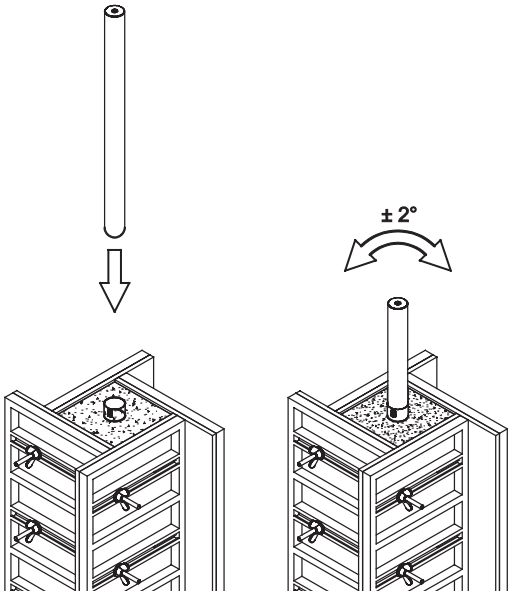

Figur 17. *Nivellering av Ingjutningshylsan.*
2. Avlägsna plastpluggen från Ingjutningshylsans topp och kontrollera att hylsans position är helt lodrät med hjälp av nivelleringselementet. Se figur 17. Föreskrivna toleranser ska följas.